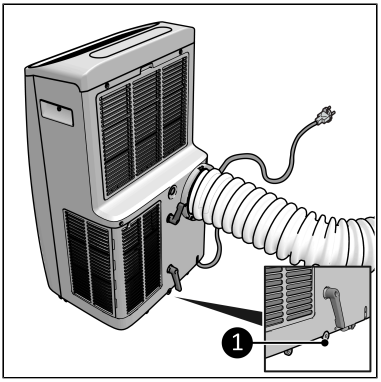

Figure 31.
2. If heating for a longer period, install the water drain hose to the water discharge point (Figure 31, pos. 1). Please note that the drain hose must have a slope to allow the water to drain away. There is no pump!